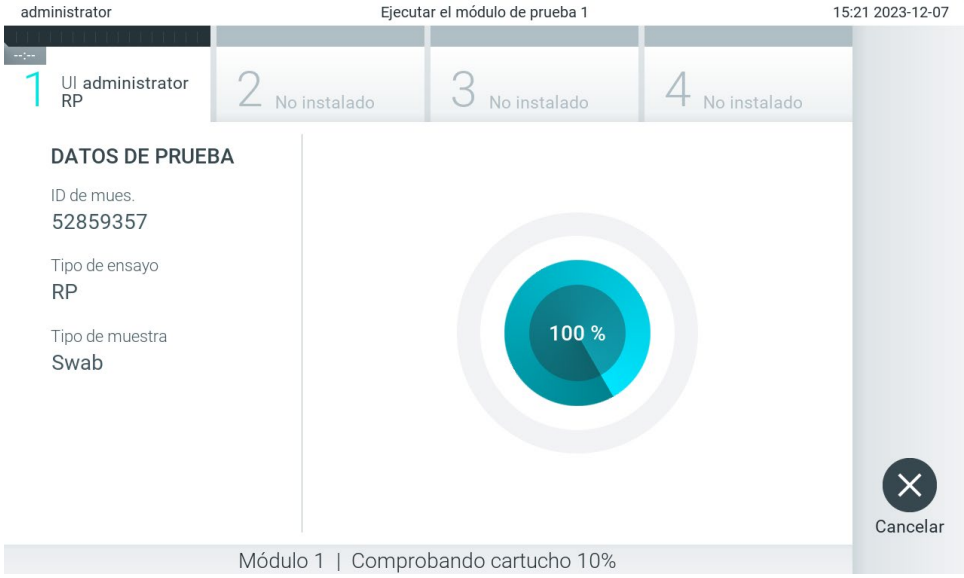

Figura 28. Pantalla de ejecución de la prueba y tiempo restante para finalizar la prueba.
9. Mientras se está realizando la prueba, el tiempo restante de la serie se muestra en la pantalla táctil (Figura 28).